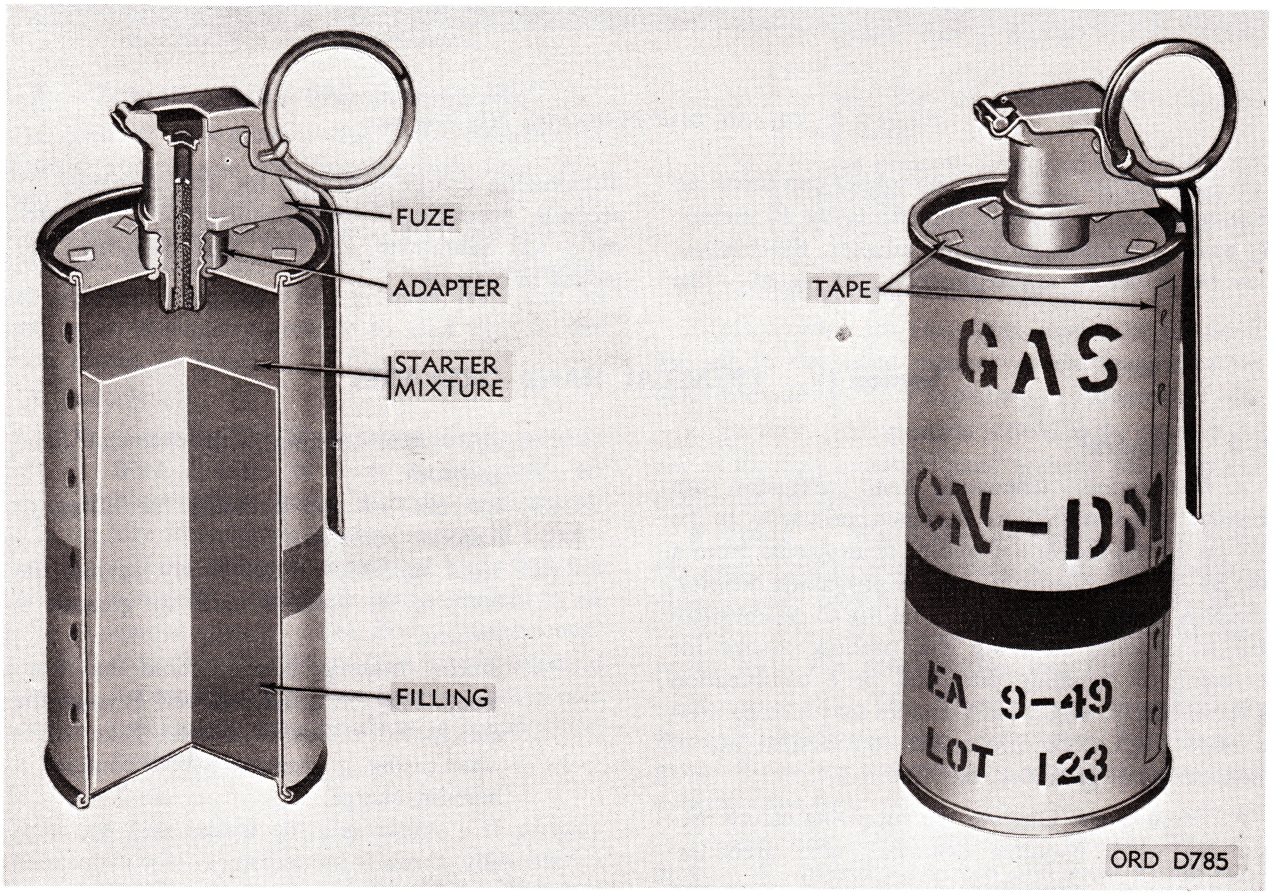

Figure 2–10. Grenade, hand: riot, CN–DM, M6 w/ fuze M201A1.
a. General. CN–DM riot hand grenade M6 (fig. 2–10) and M6A1 are irritant-agent grenades used primarily to control riots, mobs, and other disturbances. Grenade M6 and M6A1 can also be used to stimulate casualty agents during training of personnel.